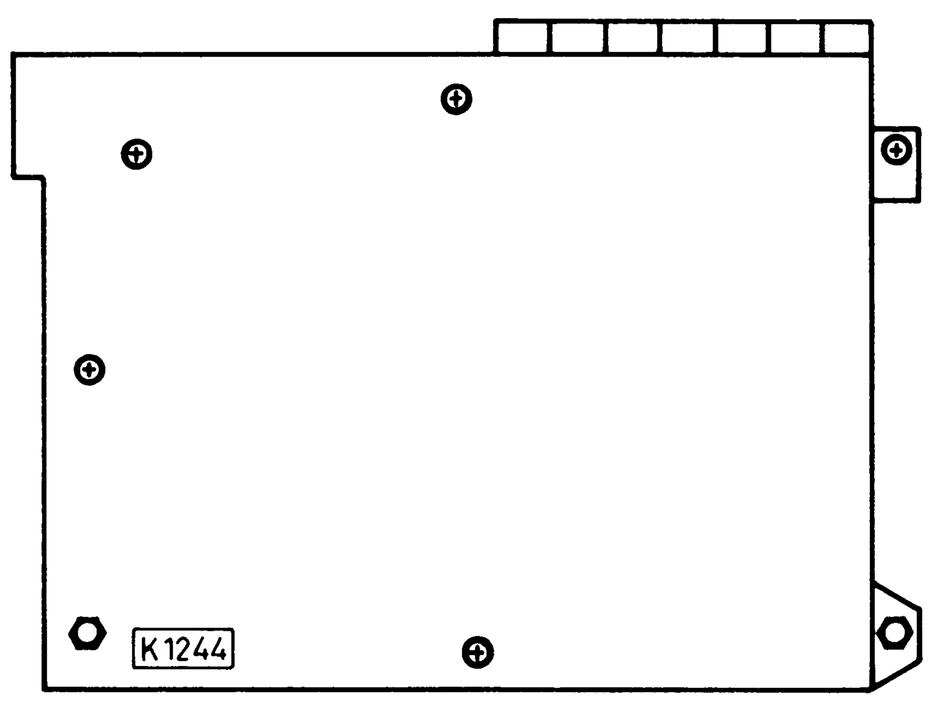

Fig. 1
2.2 Die beiden Sechskantbolzen und 5 Schrauben entfernen (siehe Fig. 1) 1 Schraube im Kassettenfach entfernen.
2.2 Remove the two hex bolts and the five screws (see fig. 1). Remove one screw in cassette compartment.